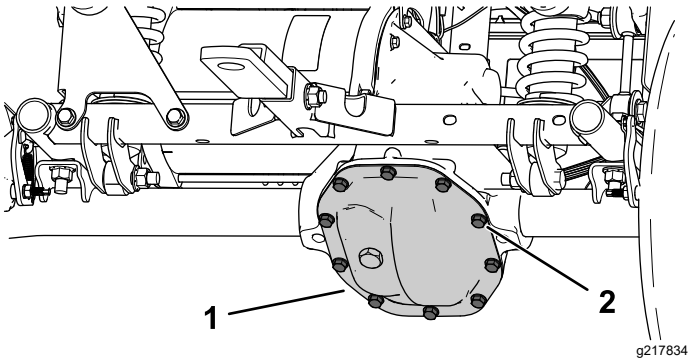

**Figuur 49**
1. Plaats een opvangbak onder het deksel van de transaxle (Figuur 49).
2. Verwijder de bouten uit het deksel van de transaxle en laat alle vloeistof weglopen (Figuur 49).